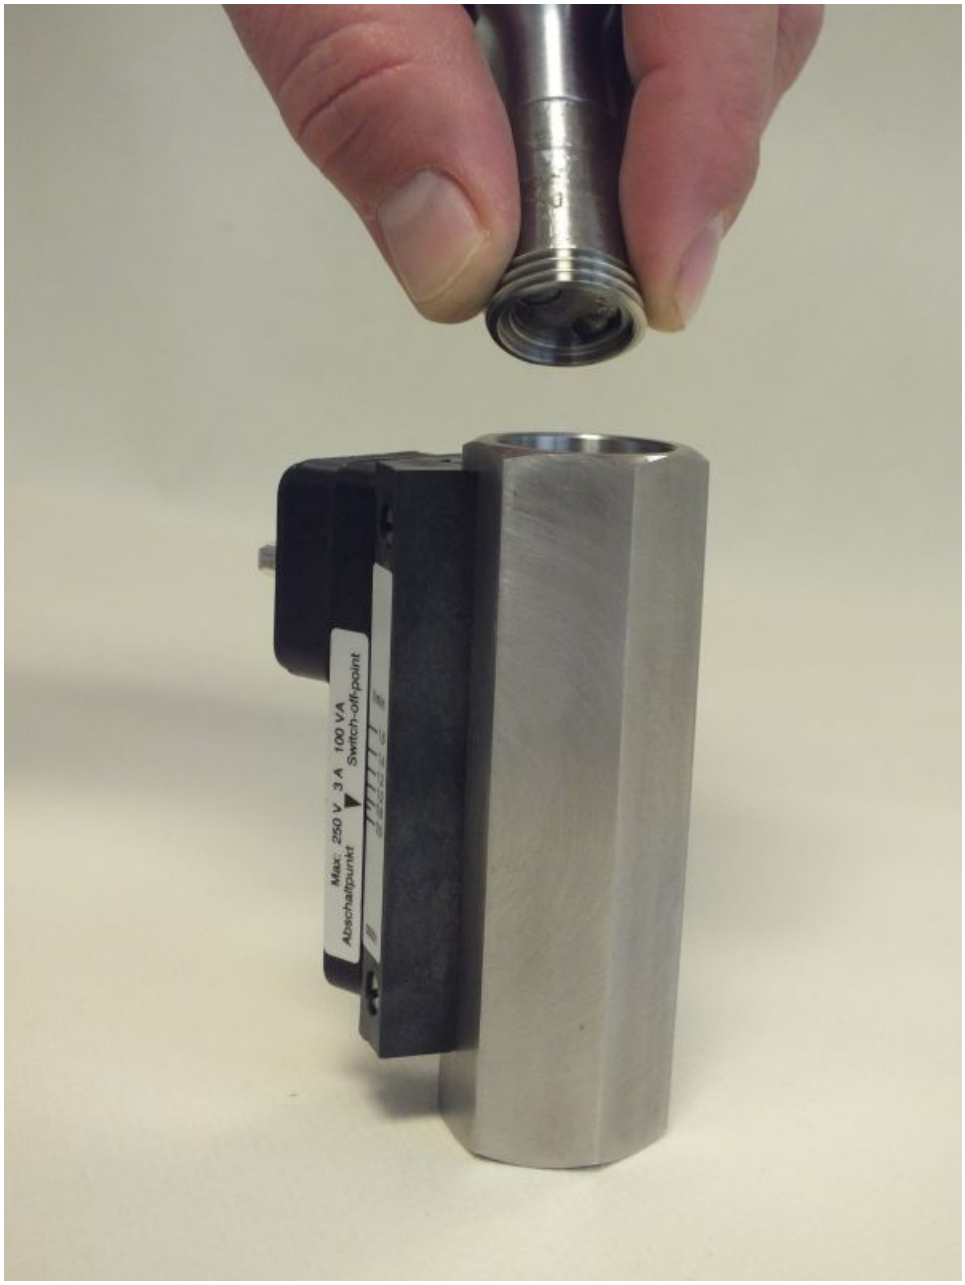

Fig. 43: Remove threaded ring (outlet)
5. Unscrew the threaded ring (outlet) from the device body (*Fig. 43*)